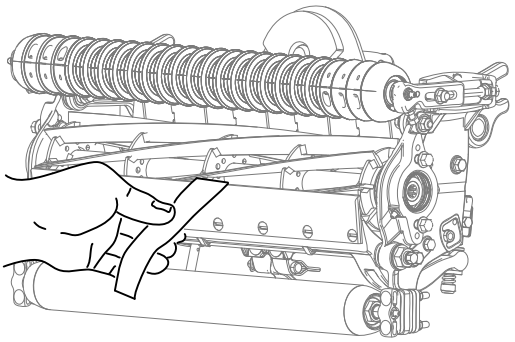

Figura 10
12. Pruebe el rendimiento de corte insertando una tira larga de papel de prueba del rendimiento de corte de Toro entre el molinete y la contracuchilla, perpendicular a la contracuchilla (Figura 10).